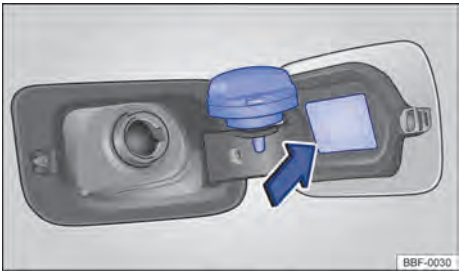

Fig. 180 Portinhola do tanque de combustível aberta com a tampa do tanque de combustível pendurada.
– Remover a tampa do tanque girando-a no sentido anti-horário e encaixá-la no suporte na portinhola do tanque → Fig. 180.